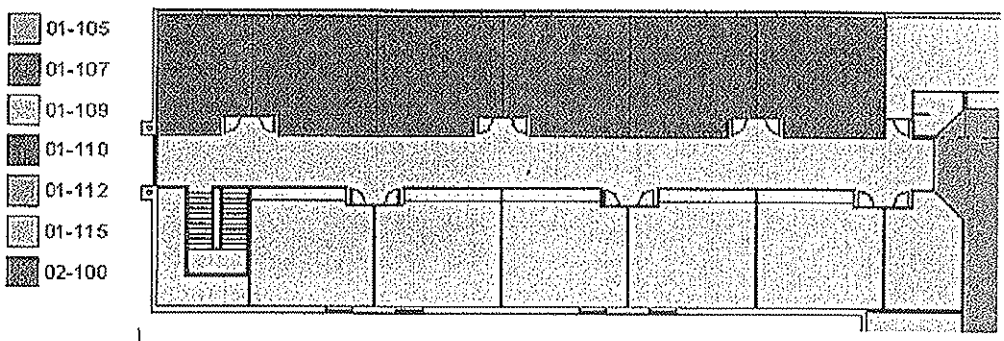

Figure 6–86
14. The zone is automatically filled with color and added to the zone name list as shown in Figure 6–86.